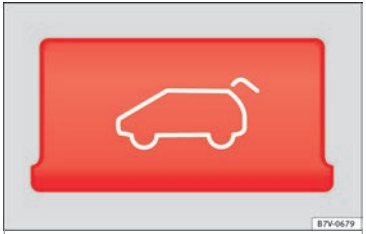

Fig. 6 Detailed view of the centre console: button for unlocking the rear lid
- Press the button on the centre console ››› **Fig. 6**. The rear lid will be automatically opened.